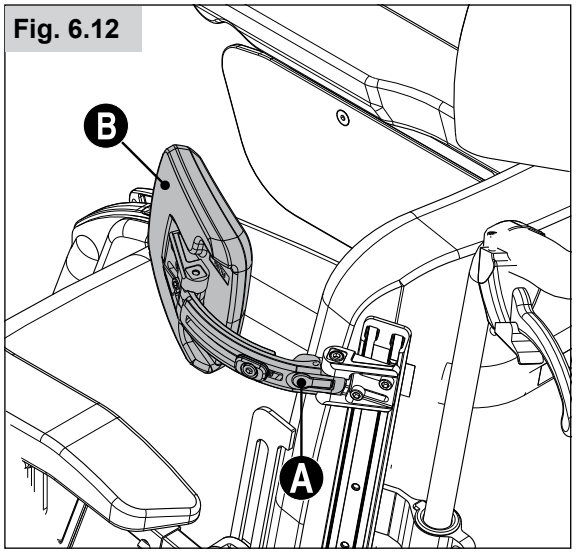

Fig. 6.12
6.11 Suporte do tronco (Fig. 6.12)